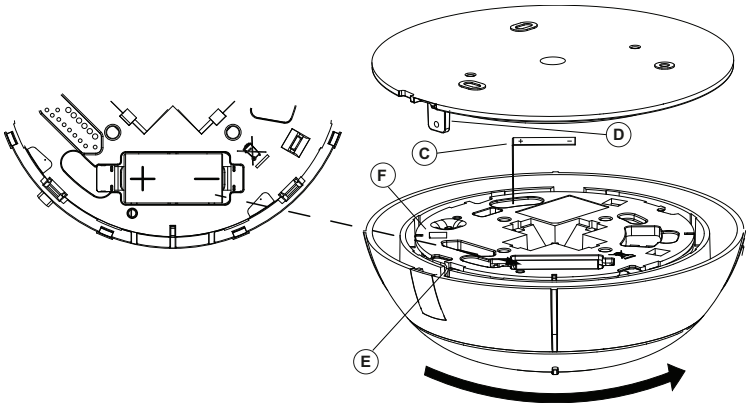

Bild 5. Montera detektorn
3. Rikta flikarna på fästet med detektorns skåror och rotera detektorn medurs. Verifiera att den sitter säkert på plats (se bild 5).